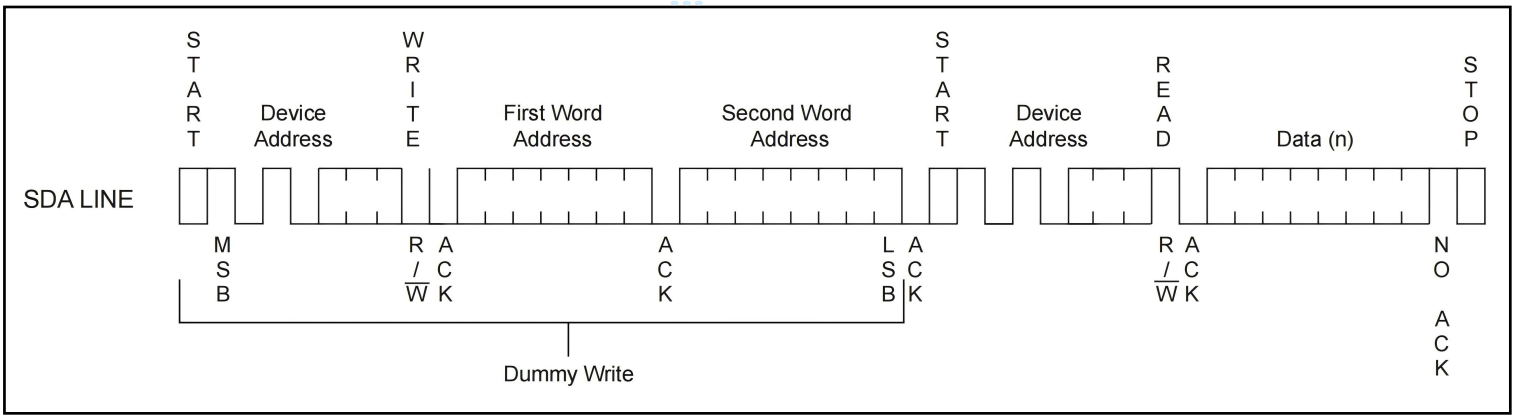

Figure 11. Random Read
**Random Read:** A Random Read requires an initial byte write sequence to load in the data word address. This is known as a “ dummy write ” operation. Once the device address word and data word address are clocked in and acknowledged by the EEPROM, the microcontroller must generate another Start condition. The microcontroller now initiates a current address read by sending a device address with the read/write select bit high. The EEPROM acknowledges the device address and serially clocks out the data word. The microcontroller does not respond with a zero, but does generate a following Stop condition (see Figure 11 ).